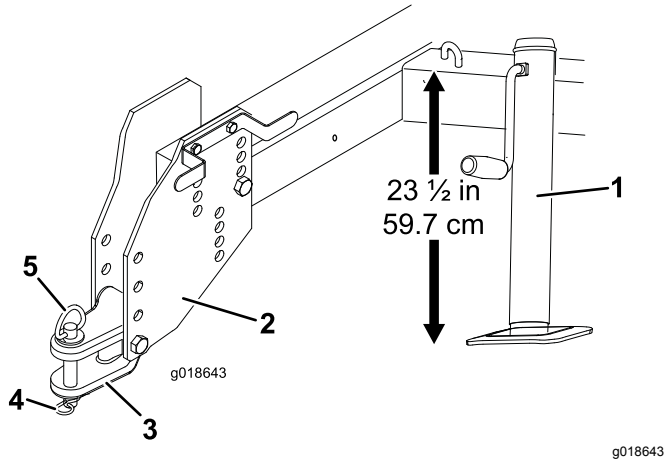

Figure 3
3. Réglez le béquille de sorte à obtenir une distance de 59,7 cm entre le haut du cadre et le sol (Figure 3).
- Enlevez les boulons et les contre-écrous qui fixent la flèche d'attelage aux plaques d'attelage (Figure 3).
6. Fixez la flèche d'attelage à l'attelage du groupe de déplacement au moyen de la goupille d'attelage et de la goupille à anneau (Figure 3).